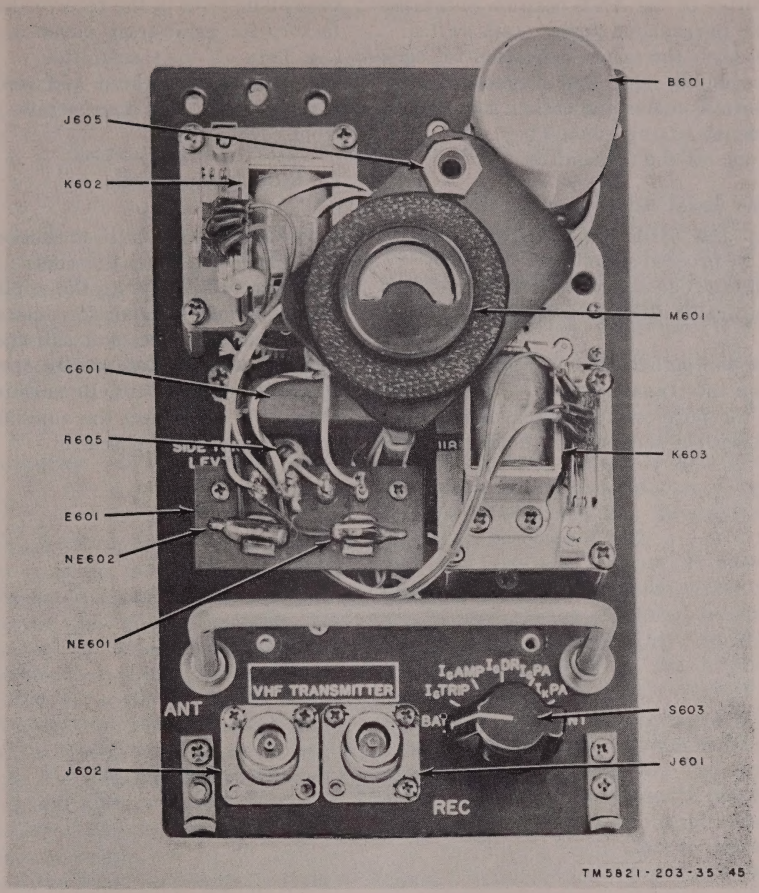

Figure 2. Radio Transmitter T-595/AR, front panel, front cover removed.
e. Observe the reading on the transmitter front panel frequency indicators after the tuning cycle is completed. The megacycle and 0.05-megacycle numbers are separated, each group behind its respective relay, K602 and K603 (fig. 2).
front panel (fig. 2). To check the output with the wattmeter, follow the procedure in *b* below. To check the output with the front panel meter, follow the procedure in *c* below.
(1) Turn on the transmitter.
(2) Set the meter switch knob S603, on the front panel (fig. 2) of the trans-
To adjust the SIDETONE LEVEL control (R605, fig. 2) proceed as follows: